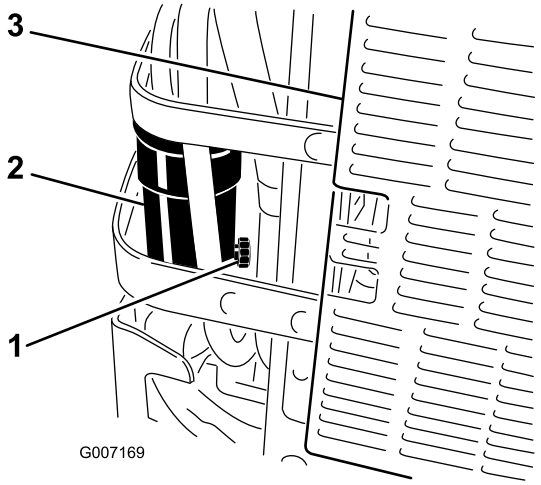

Figuur 43
6. Open de aftapklep op de waterafscheider ongeveer één slag om water en andere verontreinigingen weg te laten lopen (Figuur 43).
7. Sluit de aftapklep als er dieselbrandstof naar buiten komt (Figuur 43).